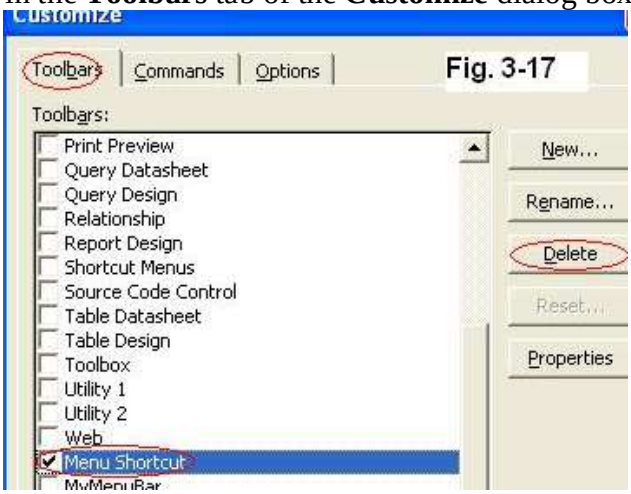

Fig. 3-17
4. Now, the shortcut menu is an ordinary toolbar. You can delete it by selecting this toolbar in the **Toolbars** tab of the **Customize** dialog box. Click **Delete** (see Fig. 3-17).